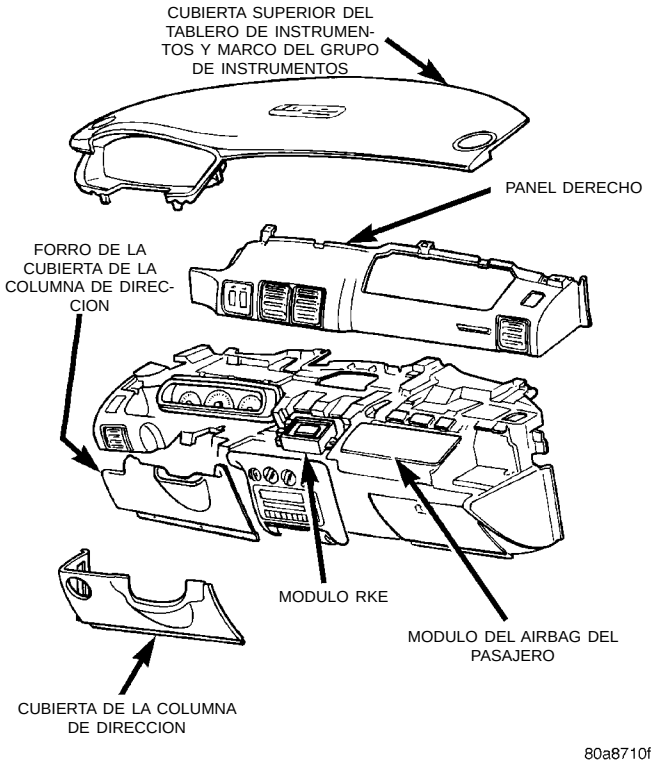

Fig. 3 Emplazamiento del módulo RKE
(1) Retire el panel derecho. Para informarse acerca de los procedimientos correctos de desmontaje, consulte el Grupo 8E, Tablero de instrumentos e indicadores.
(2) Desconecte el conector de cable del módulo RKE.
(3) Retire los tornillos que fijan el módulo RKE al conjunto del tablero de instrumentos (Fig. 3).
(4) Retire el módulo.